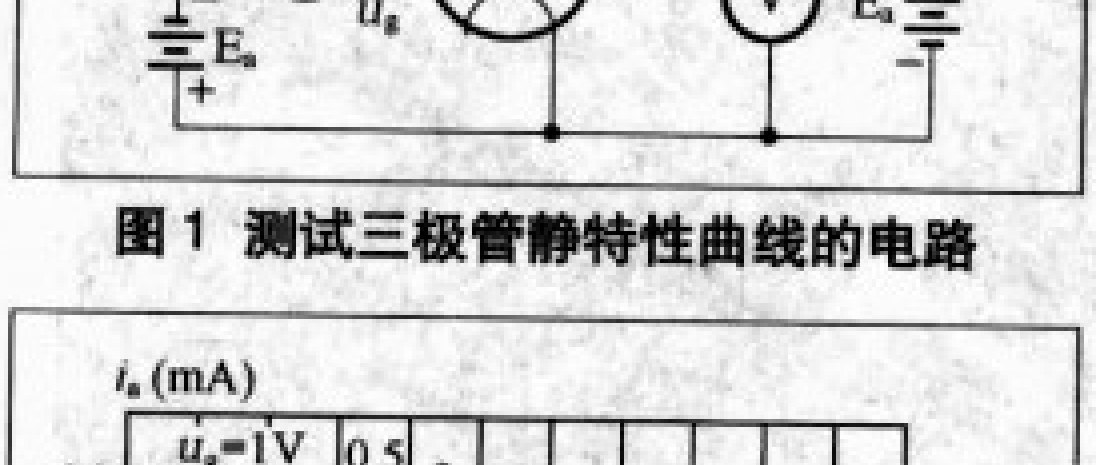
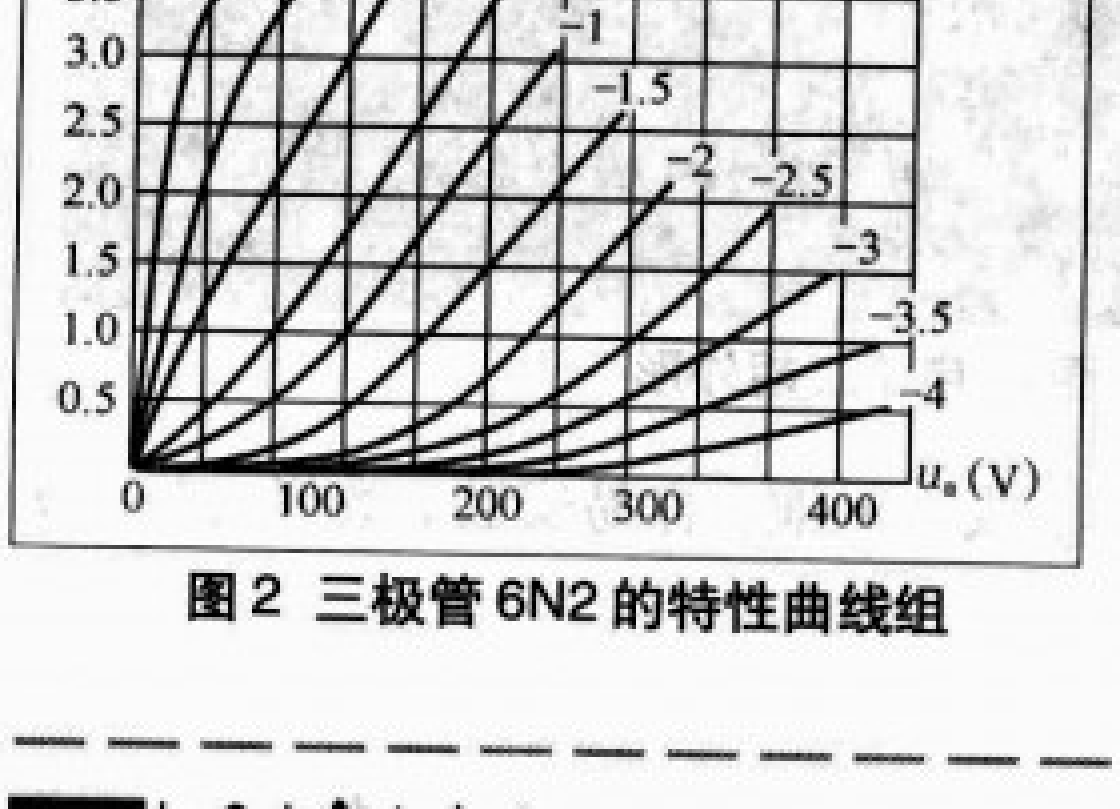

图1 测试三极管静特性曲线的电路
图2 三极管6N2的特性曲线组
初学者可以通过图1、图2所示的电路来认识电子管特性曲线。由图1可见，电子管栅极和阴极之间电压为u_g，阳极与阴极之间的电压为u_a，i_a为阳极电流。测量特性曲线时，通常是将栅极电压u_g固定，改变阳极电压u_a，测出相应的阳极电流i_a。特性曲线以u_a为横轴、i_a为纵轴画出它们之间的关系曲线。不同的栅极电压u_g对应不同的i_a-u_a曲线。图2所示的是6N2的i_a-u_a特性曲线。从图2可以看出：(1) 随着u_a的增加，i_a也增加。(2) 当栅极u_g≤-4V时，电子管进入截止区。当栅极u_g≥+1V后，电子管进入饱和区。u_g在+1V至-4V的范围是电子管的放大区。(3) 当加给电子管的电流i_a或电压u_a不变时，栅极电压u_g的变化也使u_a或i_a跟着改变。